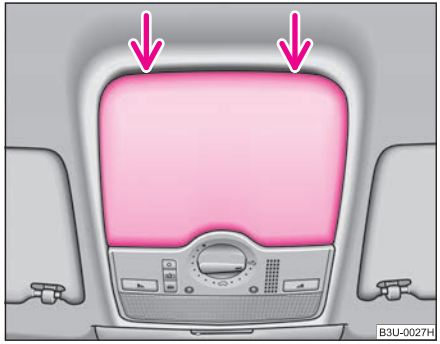

Fig. 33 Detail of the headliner: point for positioning screwdriver
– Position the flat blade of a screwdriver (car tool kit) carefully against the rear edge of the cover of the power roof drive ⇒ page 54, fig. 33.